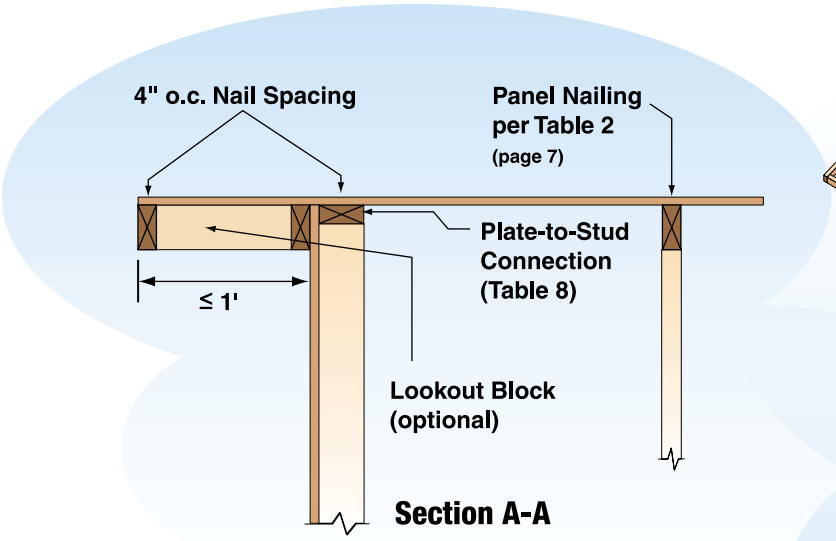

Figure 15. Full-Height Gable Endwall Stud
- **Endwall Assemblies.** Rake overhang-to-wall, wall-to-wall, and wall-to-foundation connections shall be in accordance with the requirements given in Table 8 (See Figures 15 and 16). Walls which do not support the roof assembly and are attached in accordance with Table 2 (page 7) need no additional uplift connections. Where gable end rake trusses are used, rake truss-to-stud connections shall resist the uplift and lateral loads provided by the truss designer.